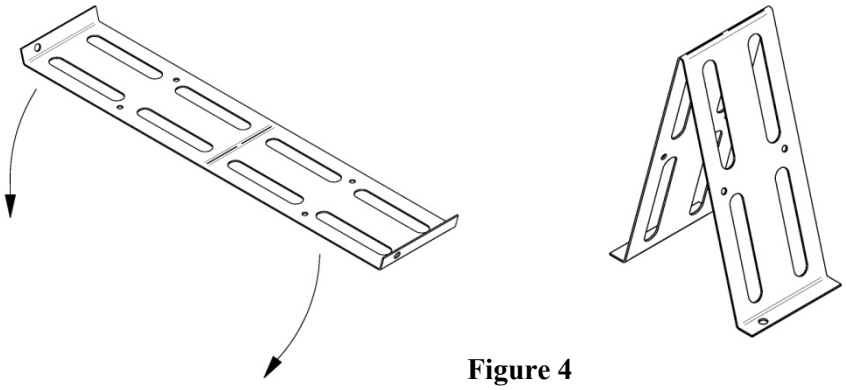

**Figure 4**
1. Pliez à la main les 2 cales d'espacement, illustrés à la **Figure 4**.